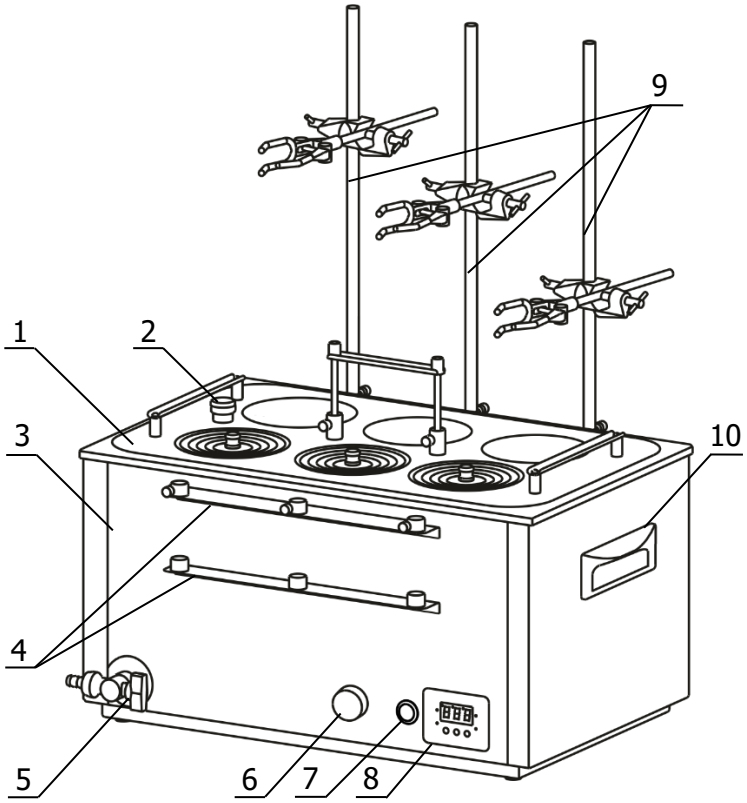
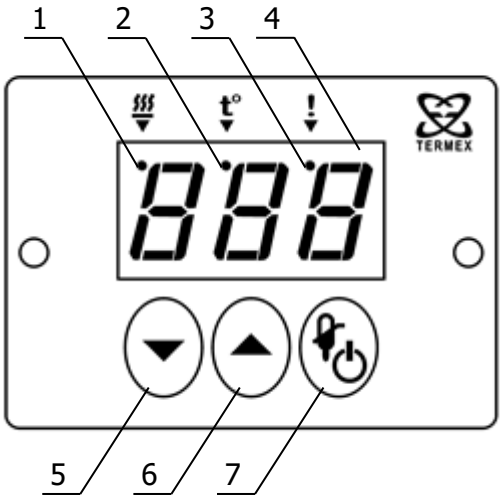
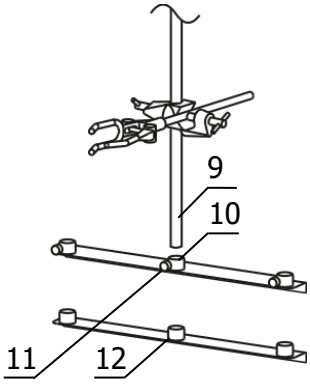

Рисунок 1 — Внешний вид ЛБ63-Ш
Рисунок 2 — Лицевая панель регулятора
Рисунок 5 — Установка штатива
1.4.4 Штативы с лапками 9 (рисунок 1) предназначены для установки в вертикальное положение и фиксации высоких и неустойчивых емкостей.
2.2.7 При необходимости установить в вертикальное положение и закрепить высокую и неустойчивую емкость использовать баню, оснащенную штативами 9 (рисунок 1). В этом случае необходимо вставить трубку штатива 9 (рисунок 5) во втулку верхней планки 10, опустить до упора во втулку нижней планки 12 и зафиксировать крепежным винтом 11.
2.2.8 При проведении работ по очистке бани, слить теплоноситель через сливной кран 5 (рисунок 1).
2.3.1 Подключить сетевой кабель бани к питающей сети и нажатием кнопки 7 (рисунок 1) включить баню. При этом регулятор температуры переходит в режим ожидания. В этом режиме светодиодное табло 4 (рисунок 2) погашено, индикатор 3 периодически загорается на непродолжительное время. Регулятор температуры не реагирует на органы управления, за исключением кнопки включения 7.
2.3.3 Выключение аналогично включению. Для выключения нажать и удерживать не менее половины секунды кнопку 7 на регуляторе температуры (рисунок 2), затем выключить баню нажатием кнопки 7 (рисунок 1).
- одновременно нажать кнопки 5 и 6 (рисунок 2). На светодиодном табло 4 отобразится номер текущей программы регулирования: «ПГ1» (вода) или «ПГ2» (ПМС-100);
2.5.1 Для входа в режим установки температуры кратковременно нажать кнопку 7 (рисунок 2). Загорится индикатор режима ввода уставки 2 и на табло 4 появится текущее значение установленной температуры регулирования.
- нажать и удерживать кнопку 6 (рисунок 2) в нажатом состоянии до появления на светодиодном табло 4 надписи «Cor»;